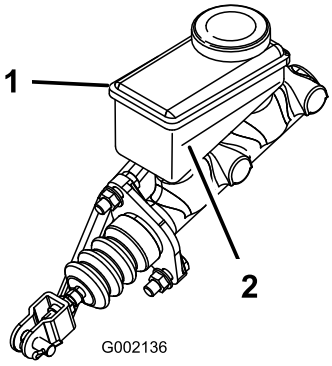

Figura 55
5. Mire el nivel de aceite en el lateral del depósito (Figura 55).
B. Añada líquido de frenos DOT 3 al depósito hasta que el nivel esté por encima de la línea Mínimo (Figura 55).